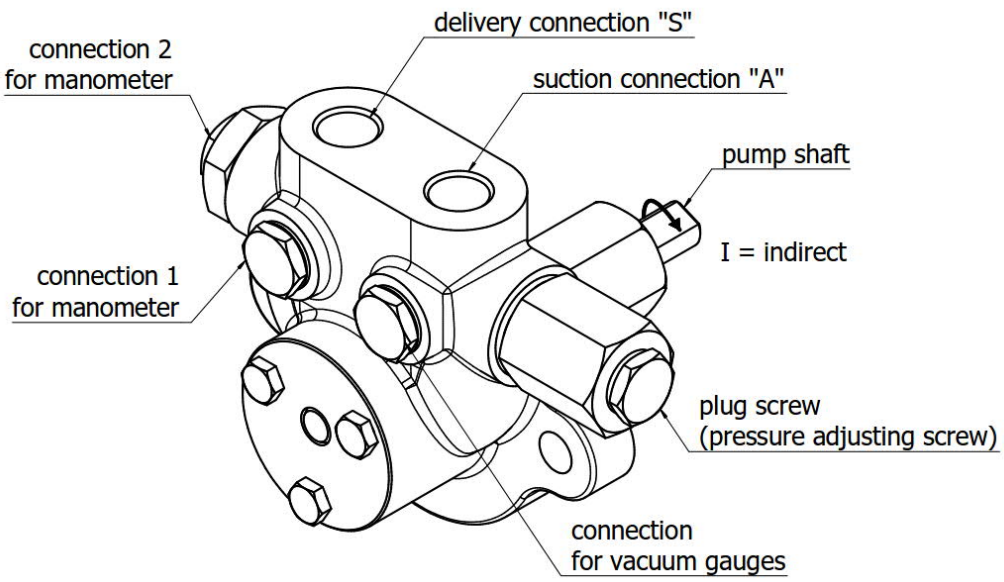

Fig. 1. (Excample for direction of rotation „I“)
- The suction connection (see Fig. 1) of the pump is filled with oil. Then the suction line is connected to thread connection „A“.
- The pressure/delivery line connect to thread connection „S“. (Fig. 1)
- Remove the screw plug for connecting the manometer 1 / vacuum gauge (Fig. 1). The pressure gauge connected to port „A“ it shows the suction pressure and the pressure gauge connected to port „S“ it shows the delivery pressure. Observe using manometers with the right pressure range (according to the pump's pressure range).
- For pressure regulation, the plug screw (see Fig. 1) must be removed.